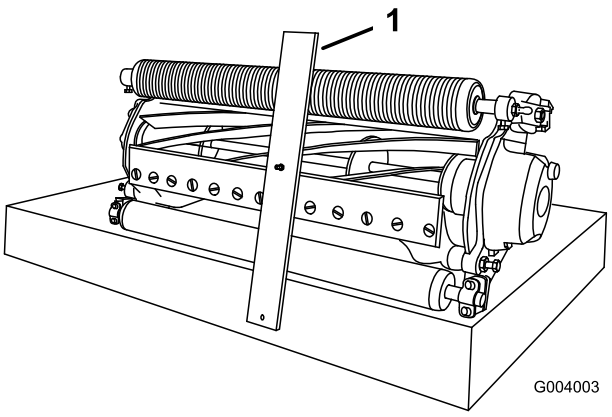

Figuur 16
3. Haak de schroefkop op de snijrand van de snijplaat en laat het achteruiteinde van de balk op de achterzijde van de rol rusten (Figuur 16).